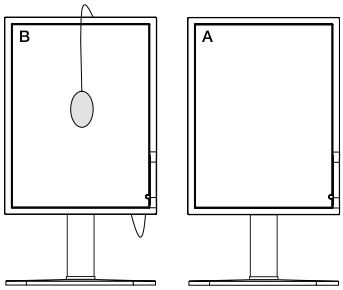

Figure C.2
8. Retirez le capteur optique USB de l'écran A source et placez-le au centre de l'écran B (**Figure C.2**).